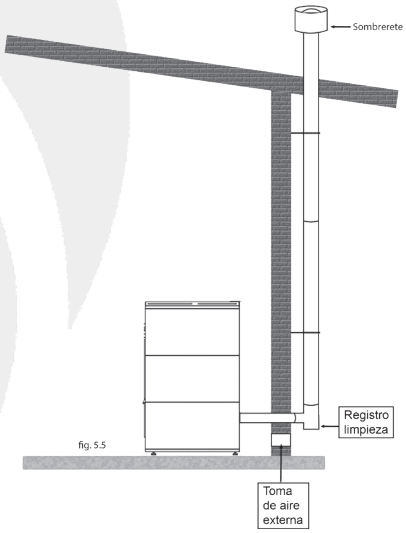

fig. 5.5
5.3.4 TRAMO EXTERIOR DE CHIMENEA (véase fig. 5.5)